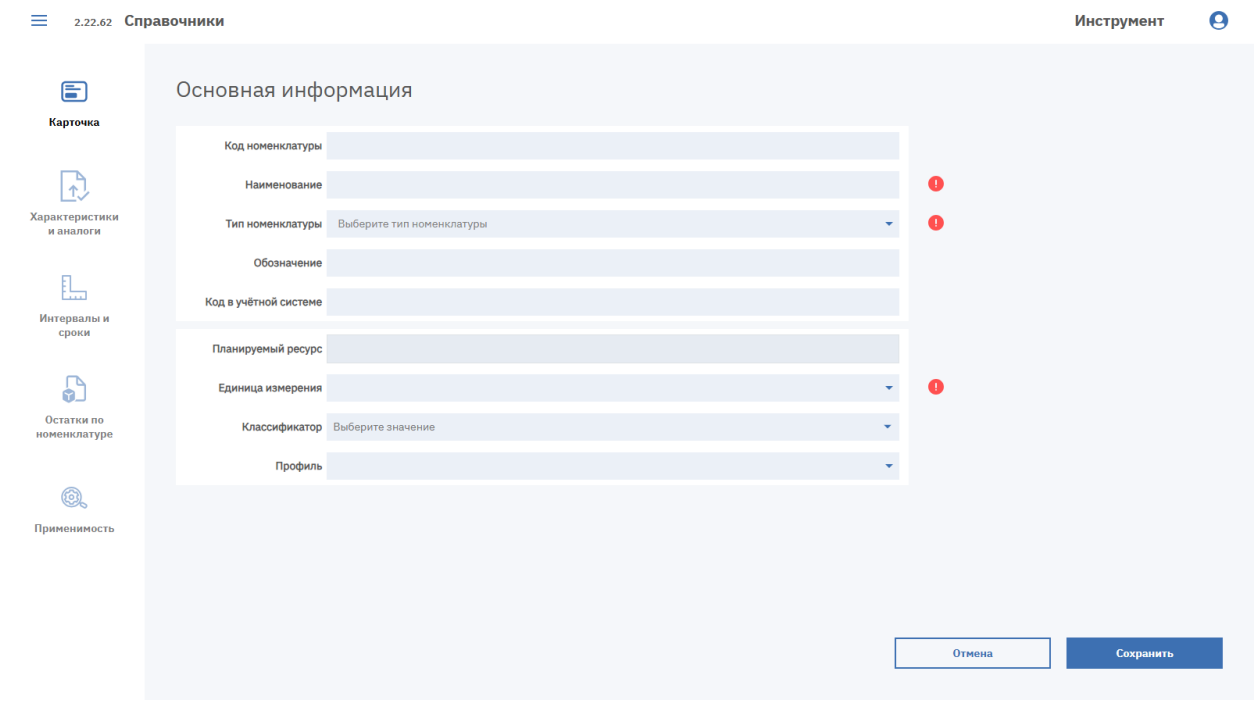

Рисунок 57. Форма добавления номенклатуры
1. Нажмите кнопку «Добавить номенклатуру». В новой вкладке откроется форма «Основная информация» с вкладками «Карточка», «Характеристики и аналоги», «Интервалы и сроки», «Остатки по номенклатуре» и «Применимость» (см. Рисунок 57).